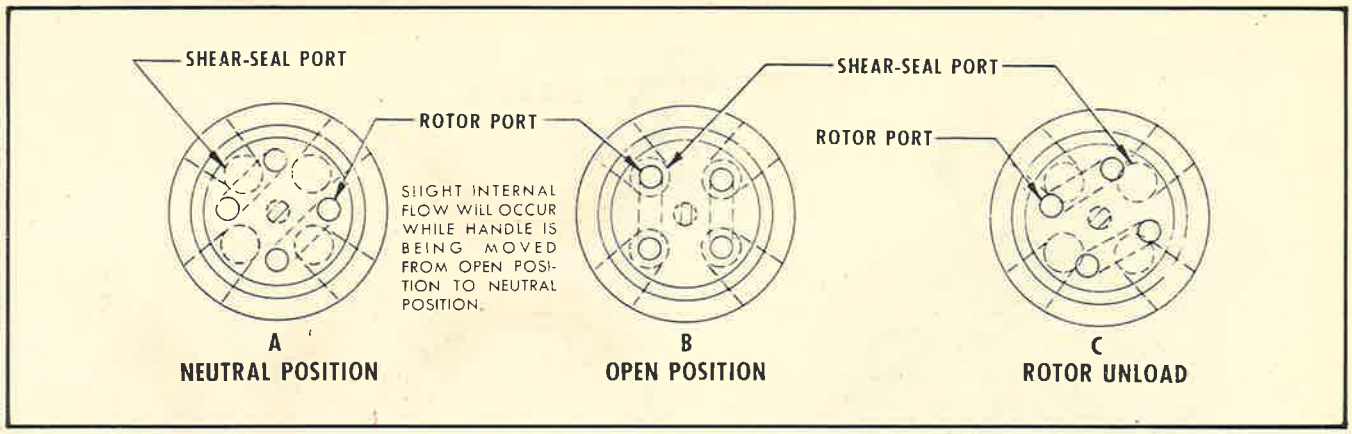

Figure 390A—Landing Gear and Wing Flap Valve Rotor, Late Airplanes
4. ASSEMBLY.—To assemble this valve, refer to the detailed instructions for the hydraulic pump selector valve as given in this section, paragraph 13.*b.* (4)*(c)4.* In addition, assemble and install the dog and shoe.
a. Timing of the landing gear control valve is accomplished as described in figure 390A. These instructions must be followed carefully, as even a slight deviation may cause imperfect timing.